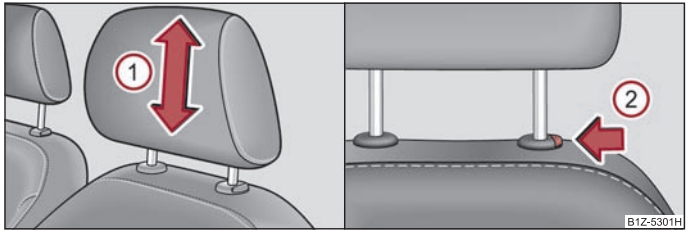

Fig. 48 Régler/enlever l'appuie-tête
– Saisissez l'appuie-tête latéralement avec les deux mains et faites-le coulisser vers le haut ou le bas dans le sens de la flèche (1) ⇒ fig. 48.
– Si vous souhaitez abaisser l'appuie-tête, appuyez sur la touche de verrouillage dans le sens de la flèche (2) avec une main et en même temps sur l'appuie-tête avec l'autre main.
– Poussez la touche de sécurité dans le sens de la flèche (2) ⇒ fig. 48 et retirez l'appuie-tête.